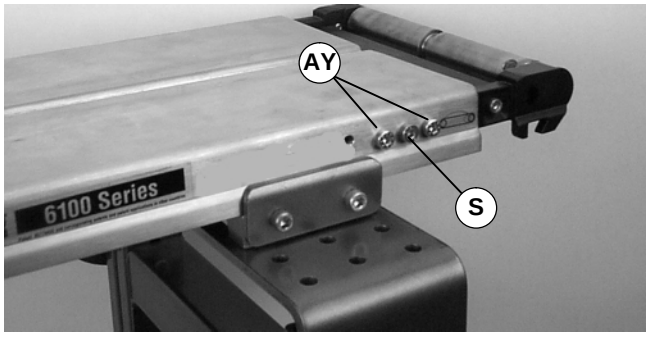

Abbildung 38
1. Die Schraube (S in Abbildung 38) entfernen.